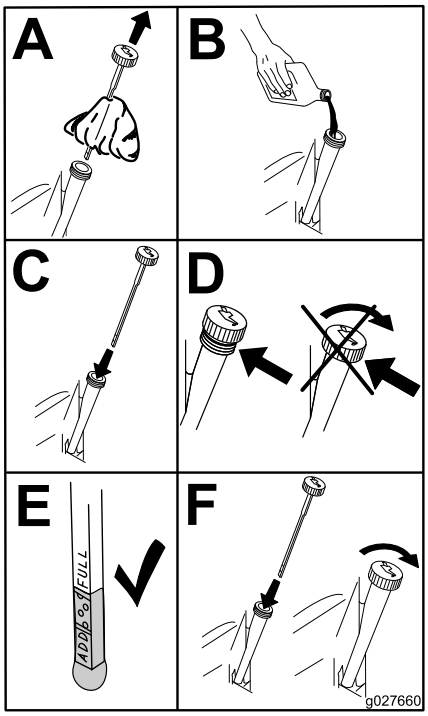

Figur 56
5. Hæld langsomt ca. 80 % af den angivne olie i påfyldningsrøret, og tilsæt langsomt ekstra olie, så oliestanden når op til mærket **Full** (fuld) (Figur 56).